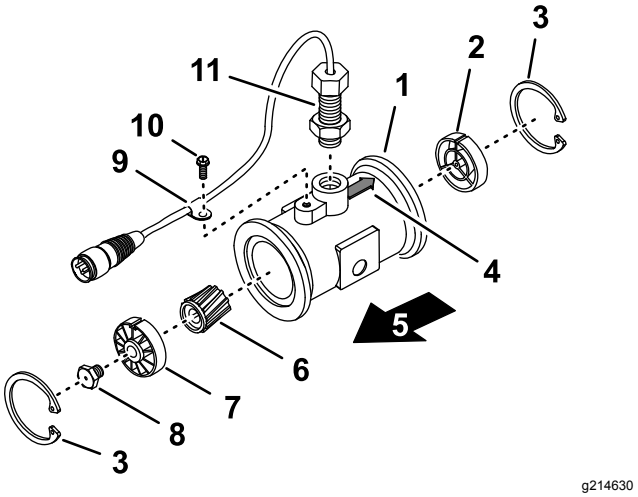

**Figur 111**
3. Ta av låseringen på oppstrømssiden (Figur 111).